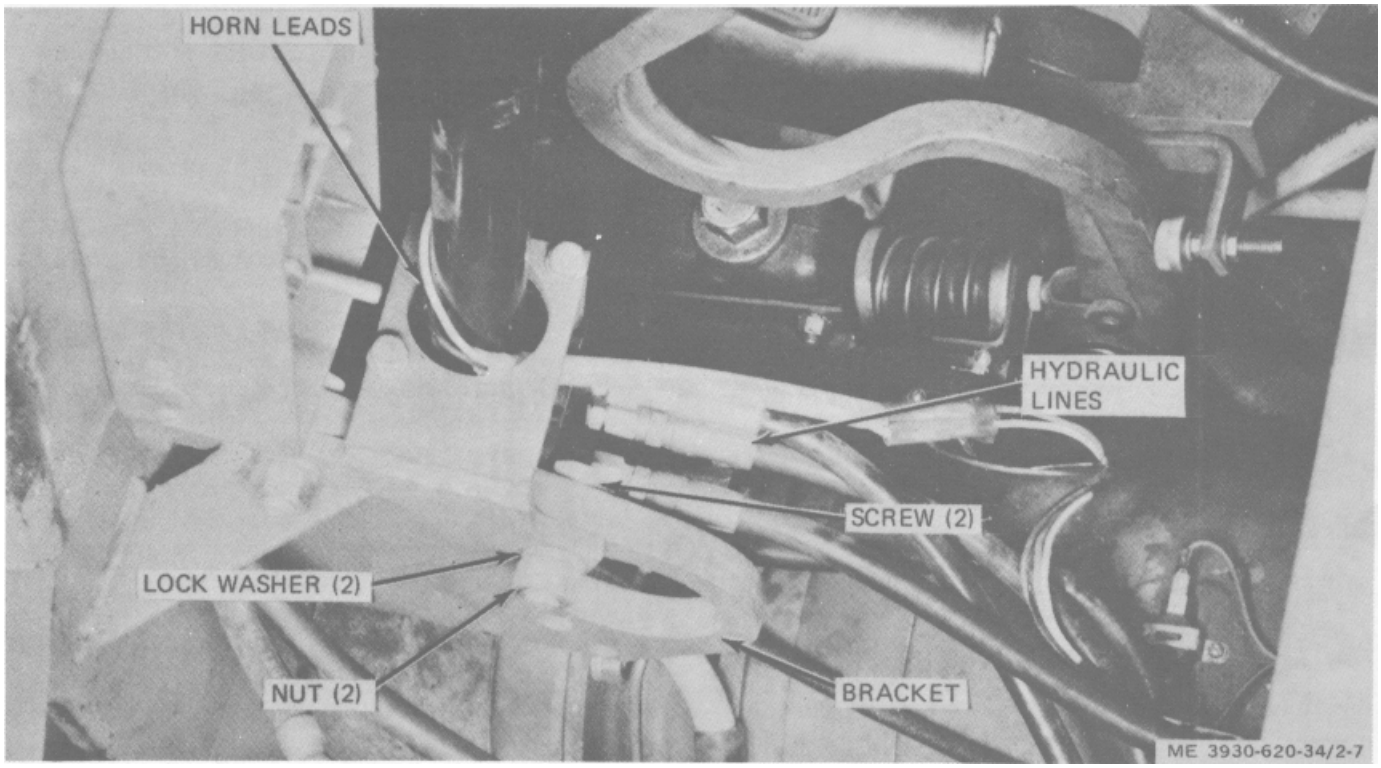

Figure 2-7. Steering wheel, column
(1) Disconnect battery and discharge capacitors (para 2-5).
(2) Remove floor plate and toe plate (TM 10-3930-620-12).
(3) Tag and disconnect hydraulic lines from the steering gear unit. (fig. 2-7)
(4) Plug all hydraulic lines to prevent dirt from entering the system.
(5) Disconnect horn leads.
(6) Remove the two nuts, lock washer, and screws securing steering gear unit to bracket.
(7) Remove steering wheel, column, and gear from lift truck.
(1) Mount steering wheel, column, and gear using the two screws, lock washers, and nuts. (fig. 2-7.)
(2) Connect horn leads.
(3) Unplug and connect hydraulic lines.